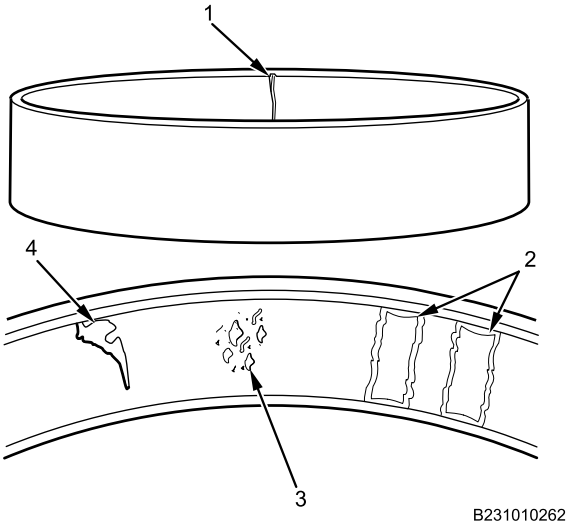

Figure 7. Tapered Roller Cup Inspection.
3. Inspect tapered roller cup for cracks (Figure 7, Item 1), etching (Figure 7, Item 2), pitting (Figure 7, Item 3), or spalling (Figure 7, Item 4). Replace tapered roller cup if any damage or wear is found.